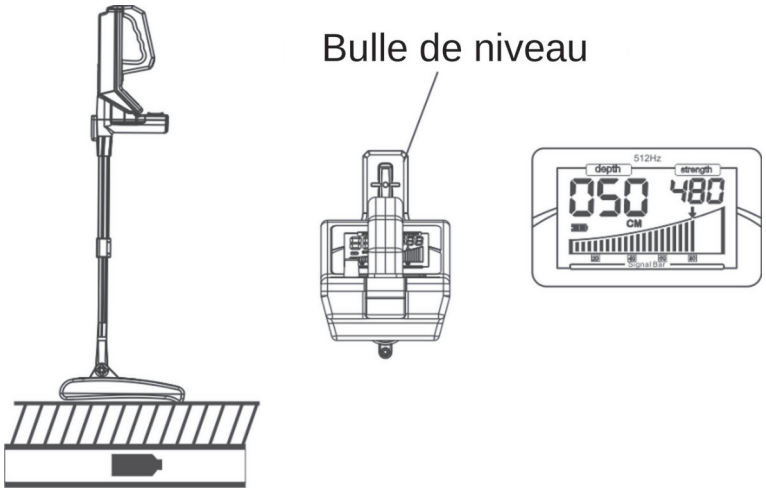

Figure 9
3. Tenez le récepteur perpendiculairement au sol, le centre du plateau d'antenne juste au-dessus de l'émetteur et l'antenne principale parallèle à l'axe de l'émetteur. Centrez la bulle de niveau (voir figure 9).